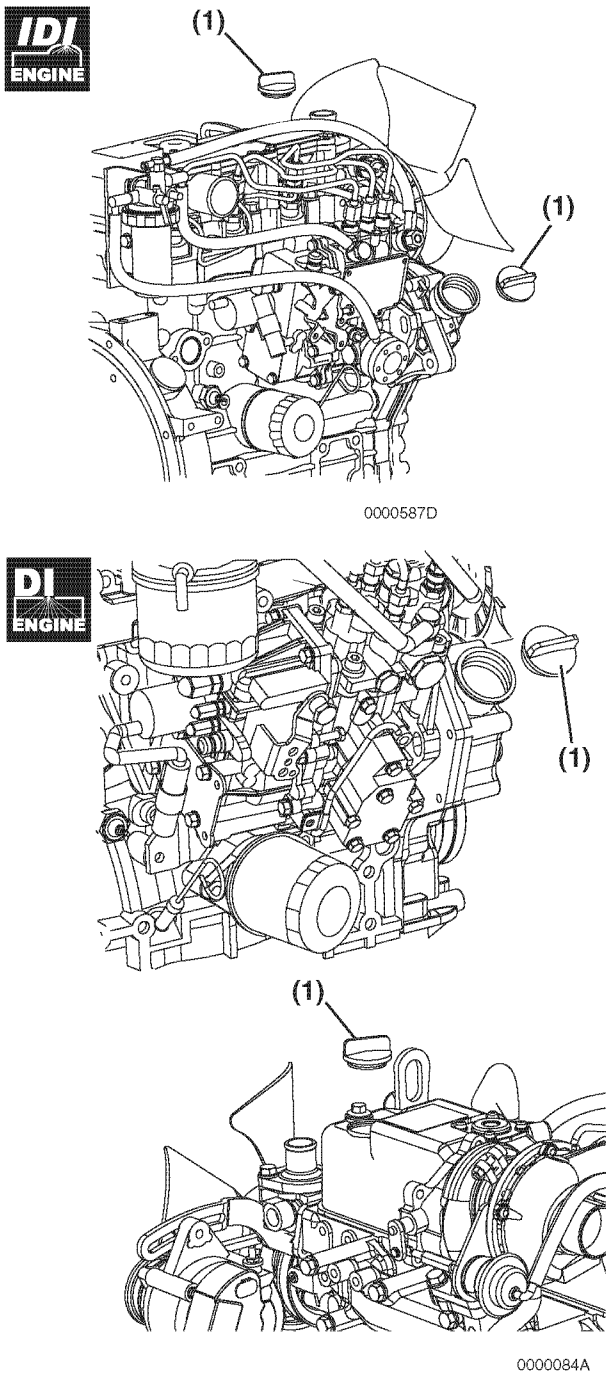

***Figure 1***
4. Remove one of the oil filler caps **(Figure 1, (1))** to vent the engine crankcase and allow the engine oil to drain more easily.